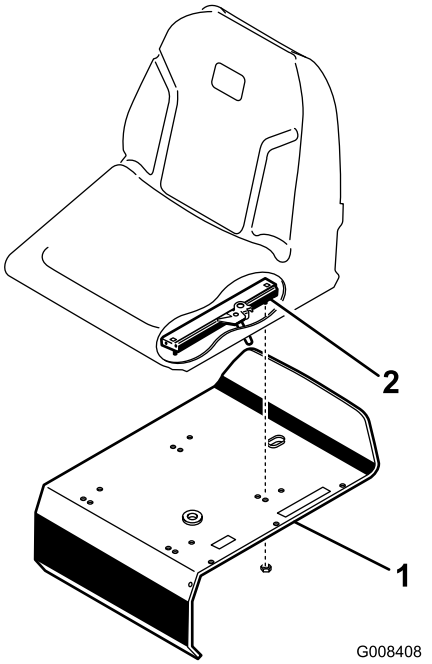

Figur 3
3. Fastgør sædets slæder til sædets bærende konstruktion med låsemøtrikkerne (5/16 tommer.), (Figur 3) der leveres som løsdele.